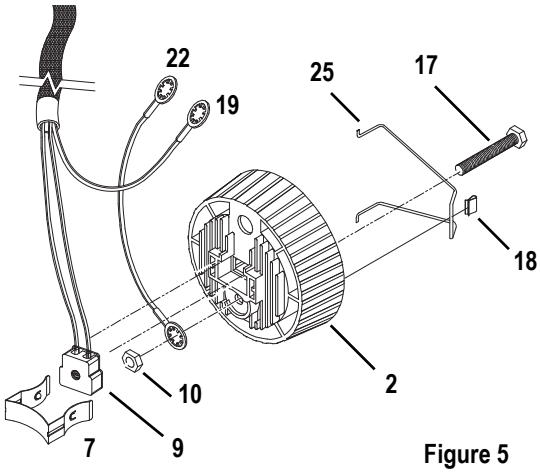

**Figure 5**
Step 12: Insert the bolt (17) through the light baffle socket casting (2). See *Figure 5*.
Step 13: Install the green ground wire assemblies (19 and 22) on the bolt (17) with the prongs on the crimped connectors toward the casting. Run both wires through the indent in the lip around the bolt hole. Secure with nut (10) and tighten securely (60 inch pounds).
Step 14: Place the socket assembly (9) into the light baffle socket casting (2). Be sure it is well seated.
Step 15: Install the lamp retainer spring (7). The lamp retainer spring secures the socket. Insert the spring one end at a time, making sure the rectangular slot in each side of the spring seats on the corresponding tab in the casting.